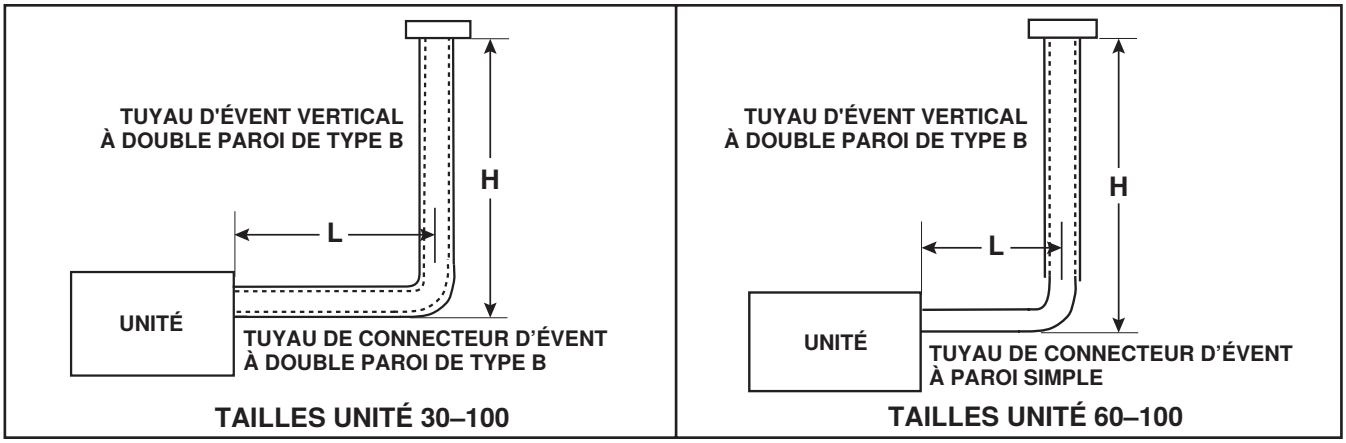

Figure 13. Évent dédié typique de catégorie I (reportez-vous au Tableau 15)
1. Sélectionnez le tuyau d'évent et le connecteur d'évent pour l'évent de catégorie I (voir **Figure 13**).
*Voir Figure 13. H = longueur du tuyau d'évent vertical. L = longueur maximale permise du connecteur d'évent horizontal.